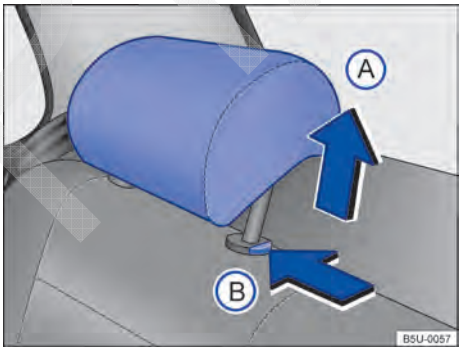

Fig. 37 Ajustar o apoio para cabeça traseiro.
– Empurrar o apoio para cabeça para cima na direção da seta → Fig. 37 Ⓐ ou com o botão → Fig. 37 Ⓑ pressionada, empurrar para baixo → ⚠.